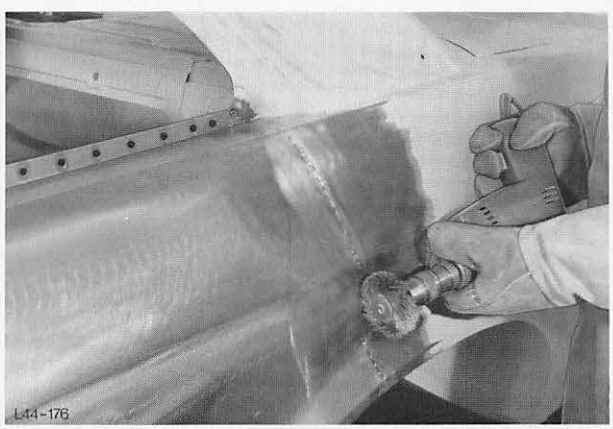

Abb. 209 Verbindungsnaht reinigen
27. Verbindungsnaht Seitenwand – Teileinsatz reinigen, Abb. 209.